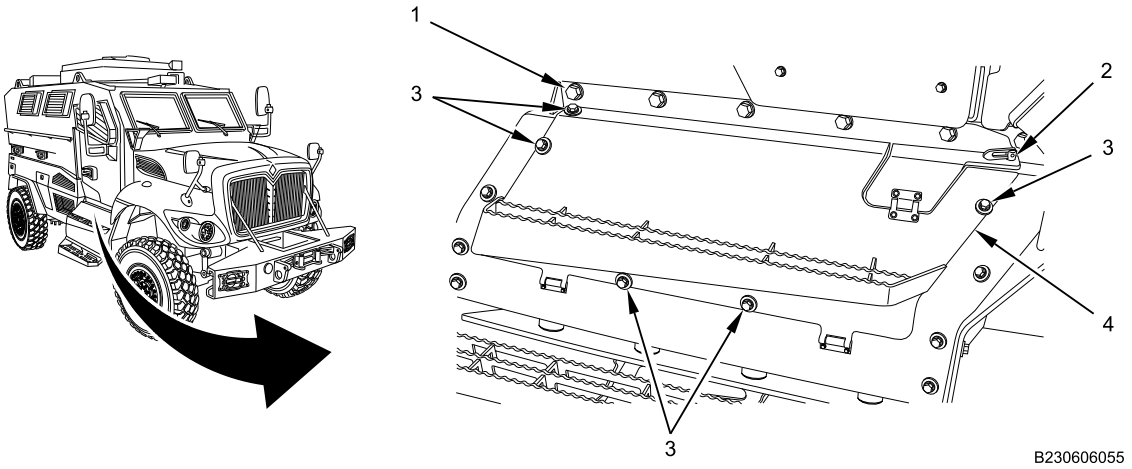

Figure 1. Battery Door.
1. Remove rear cab body bolt (Figure 1, Item 1) from cab.
2. Remove five bolts and flat washers (Figure 1, Item 3) from battery access door.
3. Move access door lever (Figure 1, Item 2) to up position.
4. Open battery access door (Figure 1, Item 4).